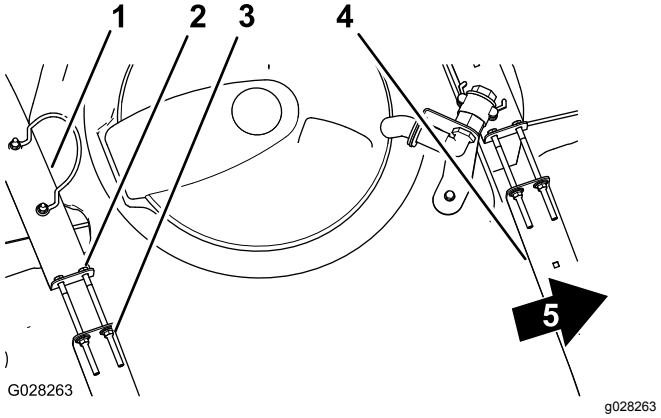

Figur 68
2. Kontrollera om det finns något spel mellan tankremmarna och tanken (Figur 68).
3. Om tankremmarna sitter löst mot tanken drar du åt flänslåsmuttrarna och skruvarna upptill på remmarna tills remmarna sitter tätt mot tanken (Figur 68).